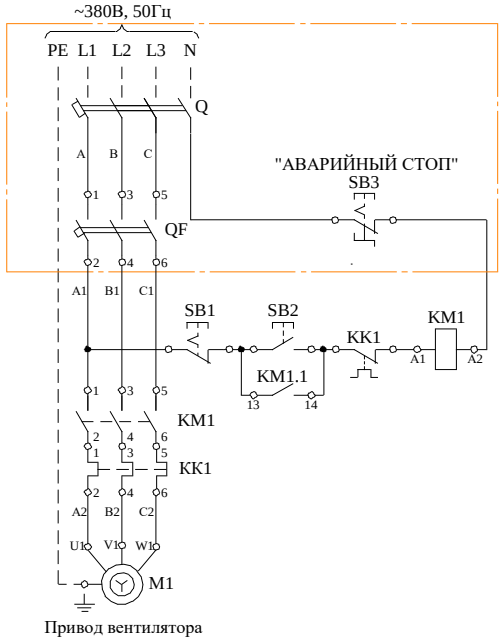

Рис. 6
5.9 Подключение Установок к источнику питания осуществляется по схеме рис. 6.
6.2.9 Выполнить подключение (рис.6) при этом: